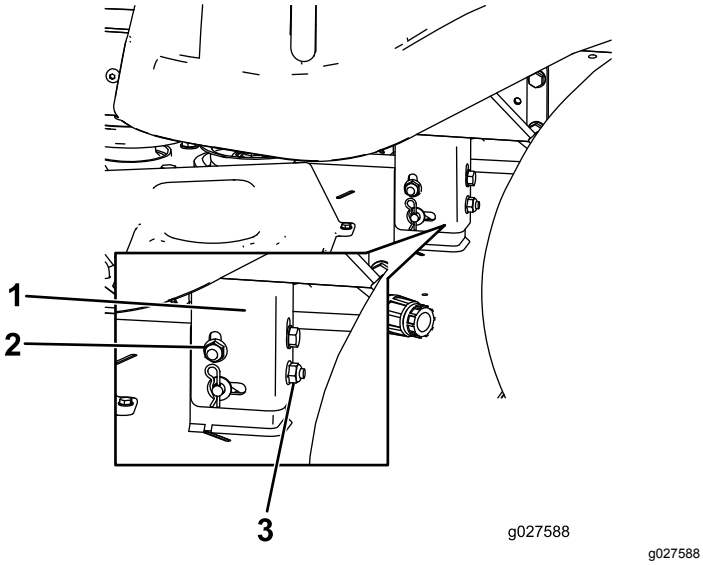

Figuur 61
8. Breng de linkerkant van het maaidek omhoog of omlaag door aan de achterste borgmoer te draaien. (Figuur 61).